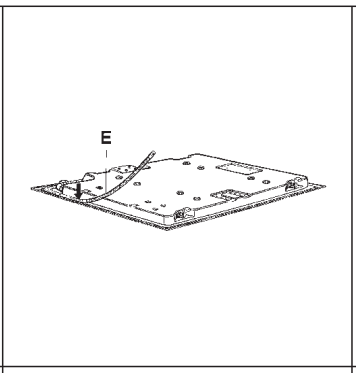

FIG. 9
- Vend bunden i vejret på kogetoppen og placer tætningen "E" (fig. 9) korrekt under kanten af toppen, sådan at tætningens og toppens yderste kanter flugter. Tætningens ender skal nå hinanden uden at overlappe.
- Vend bunden i vejret på kogetoppen og placer tætningen “E” (fig. 9) korrekt under kanten af toppen, sådan at tætningens og toppens yderste kanter flugter. Tætningens ender skal nå hinanden uden at overlappe.